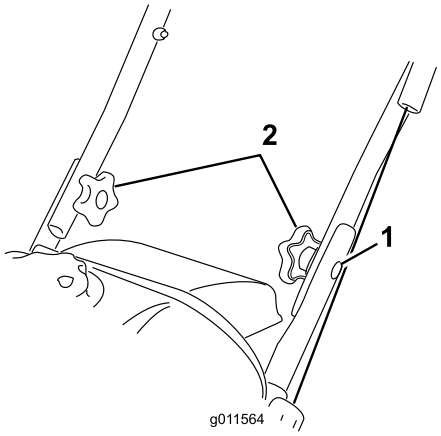

Figur 3
2. Sæt boltene med linsehoveder i hullerne, således at bolthovederne sidder på håndtagets yderside (Figur 3).
1. Bolt med linsehoved (2)
3. Monter de buede skiver og håndtagsknapperne på boltene med linsehoveder på indersiden af håndtaget (Figur 3), og **tilspænd knapperne forsvarligt**.